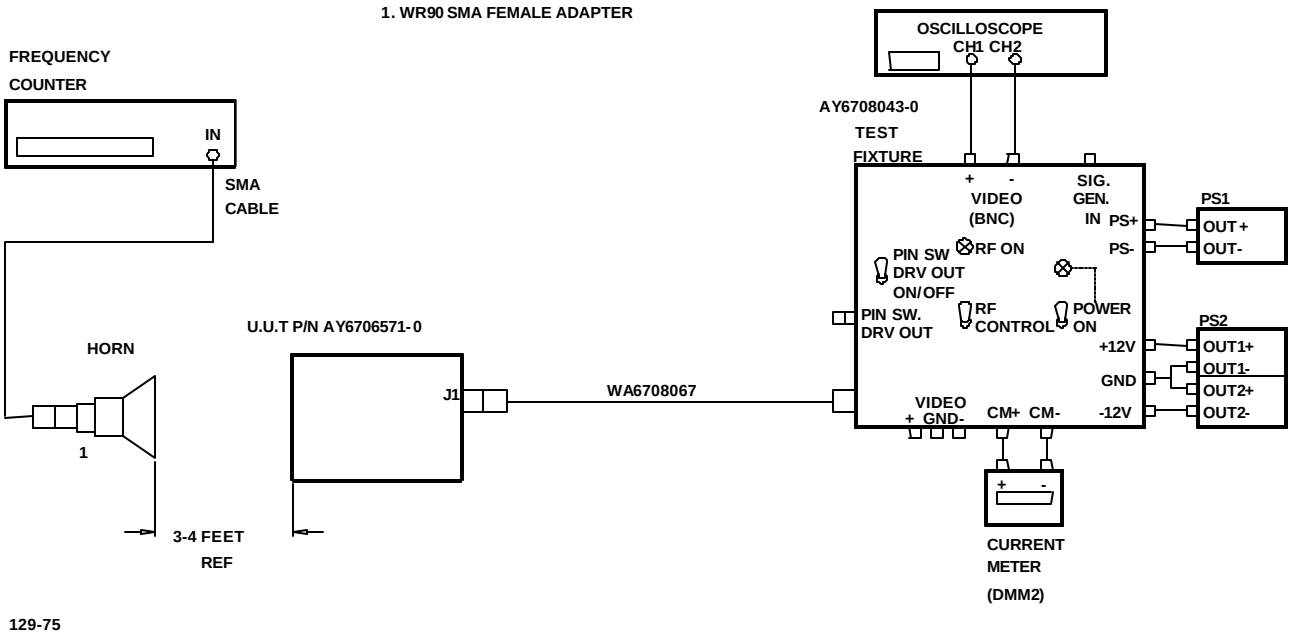

Figure D-27. Transceiver Assembly Functional Test Set-up
The test setup provided in Figure D-27. shows the equipment used and cable hookup for the first procedural step.
f. Connect the UUT to the test setup IAW Figure D-27.
The final testing is performed on a reassembled UUT. The test setup provided in Figure D-27., shows the equipment used and cable hookup for the first procedural step.